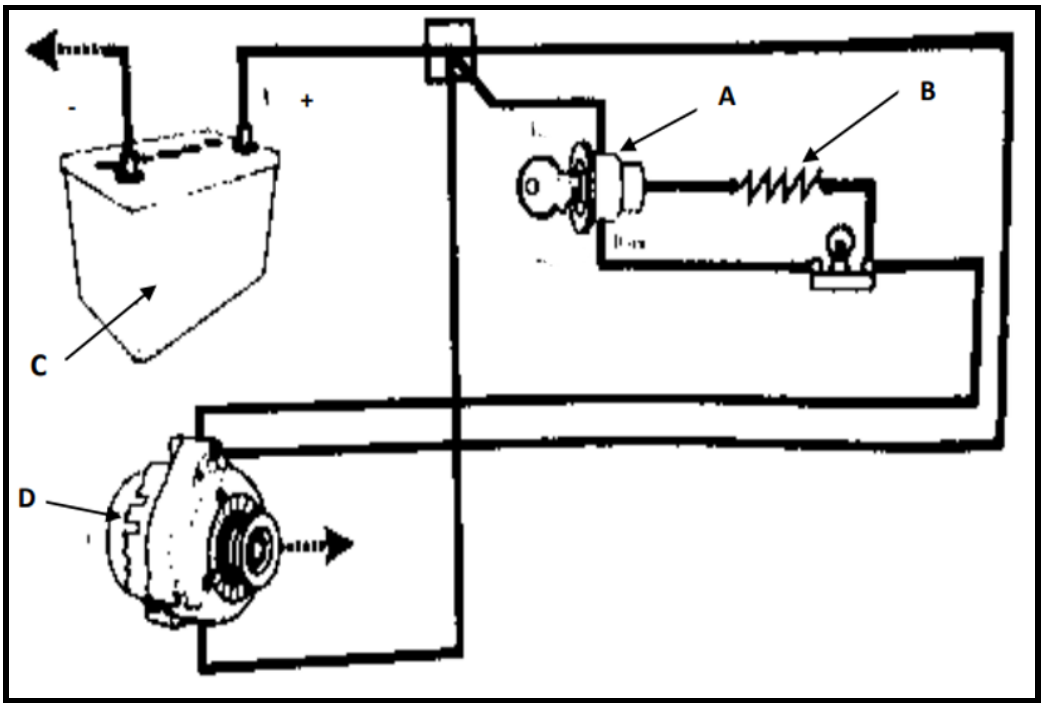

FIGURE 2 (4)
3.2 FIGURE 2 below shows a charging system diagram.